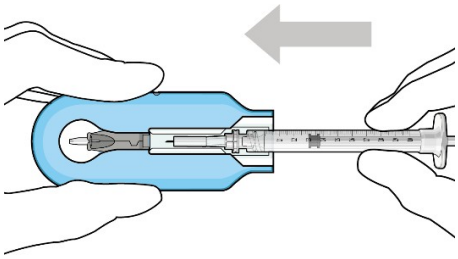

Figure 19
- Push the syringe forward until it stops, taking care to avoid touching the plunger rod (Figure 19).